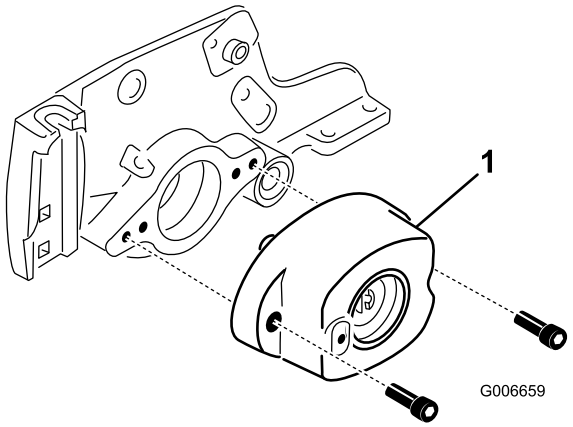

Figura 18
10. Retire los 2 tornillos que sujetan el alojamiento del cojinete a la chapa lateral de la unidad de corte (Figura 18).
11. Retire el alojamiento del cojinete de la chapa lateral (Figura 18).